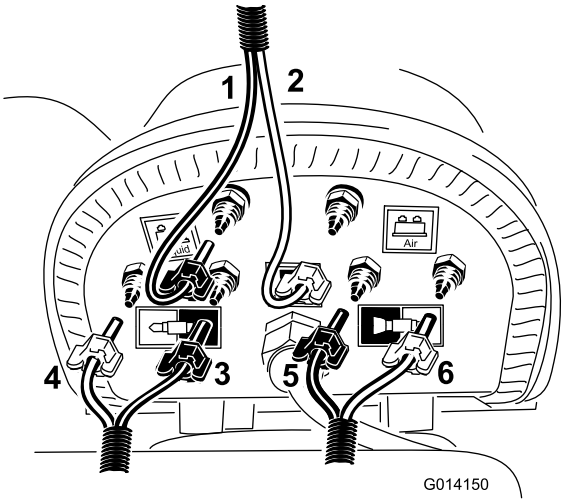

图16
C. 将蓝色管和透明管安装在压缩机相应的上宝塔接头上（图16）。
F. 找出连接至左喷洒臂的泡沫软管，将蓝色管和白色管安装至如图16 所示的位置。
G. 找出连接至右喷洒臂的泡沫软管，将蓝色管和白色管安装至如图16 所示的位置。